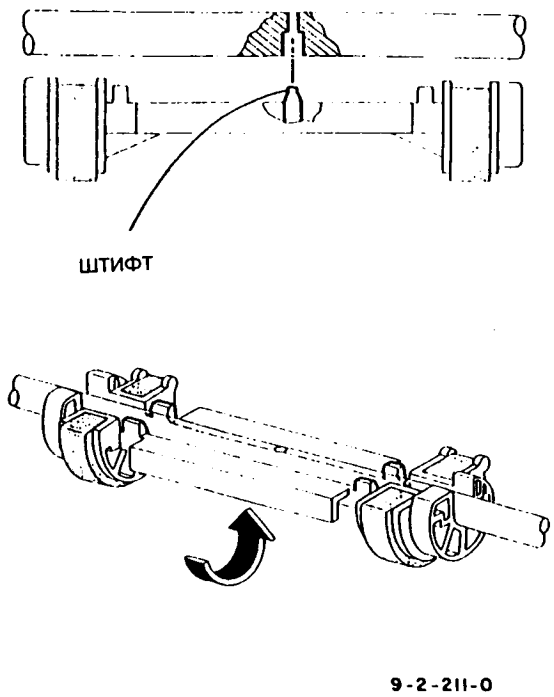

Рис.2 Расположение ролика подачи
1. Вставить штифт ролика подачи в отверстие в валу, двигая ролик вперед-назад и нажимая на него до тех пор, пока не будет слышен щелчок (рис.2).
2. Повернуть ролик подачи против часовой стрелки на полоборота, чтобы вернуть его в начальное положение (рис.2).
ПРИМЕЧАНИЕ: Конструкция вала (как показано на рис.2) не позволяет вставить в него штифт с другой стороны.